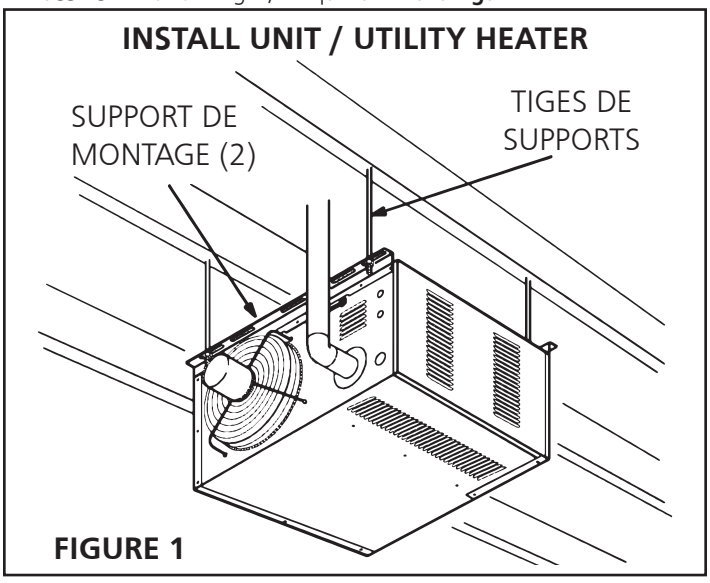

FIGURE 1
L'appareil est expédié prêt pour l'installation. Il peut être installé tel qu'illustré à **figure 1** et alternativement, il peut être inversé de 180 selon l'emplacement voulu, et tel qu'exigé par les dégagements requis, par le raccord d'évent, la direction de l'air, l'alimentation en gaz, l'alimentation électrique et l'accessibilité pour service.
5. Pour supporter l'appareil, fixer le support de montage sur une solive de plafond ou sur une ferme de toit. L'appareil peut aussi s'accrocher sur des tiges, tel qu'illustré à la **figure 1**.